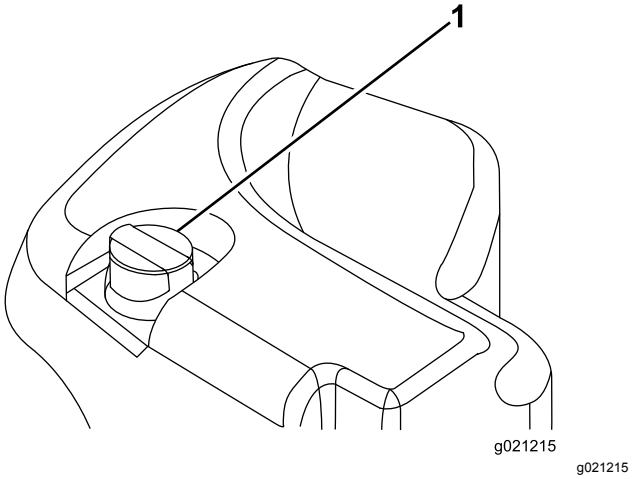

Figur 18
2. Rengør området omkring påfyldningsstudsen og hydrauliktankens dæksel (Figur 18).